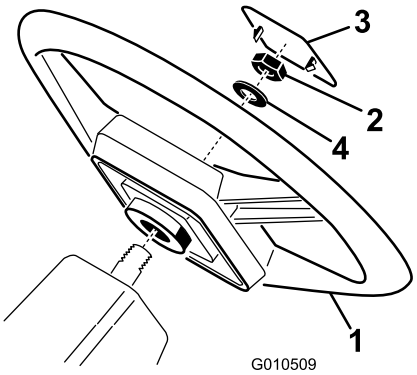

**Figur 3**
1. Fjern kontramøtrikken fra styretøjsakslen. Skub rattet og skiven på rataksle (Figur 3).